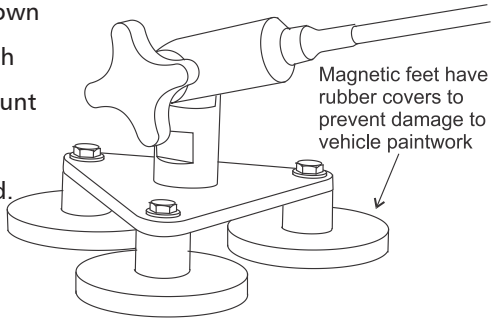

Figure 4 NVIS Kit Gutter Mount Bracket (optional) P/N BCA201912.
5. Attach the roof mount end of the whip to an appropriate location (see figure 1 as a guide). It could be attached to the optional NVIS kit magnetic mounting base (see figure 3), optional NVIS kit gutter mount bracket (see figure 4) or to a custom fabricated bracket (with 13mm hole). If the magnetic mounting base is used the roof mount end must be locked into one of three angle positions by locating the pin on the surface of one side of the fitting into the hole on the surface of the other side of the fitting (see figure 2). Once the correct angle is achieved tighten the knob firmly by hand.